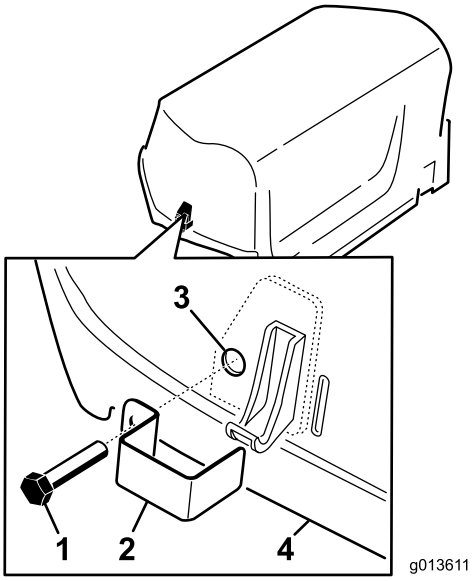

Figur 7
1. Monter en sliskelås over venstre og højre motorhjelmlås med en fransk skrue (2 stk. i alt) (Figur 7).
2. Brug en tang eller justerbar nøgle og skru en indvendig låseskive på hver bolt (1-2 gevind) for at fastgøre bolten (Figur 7).